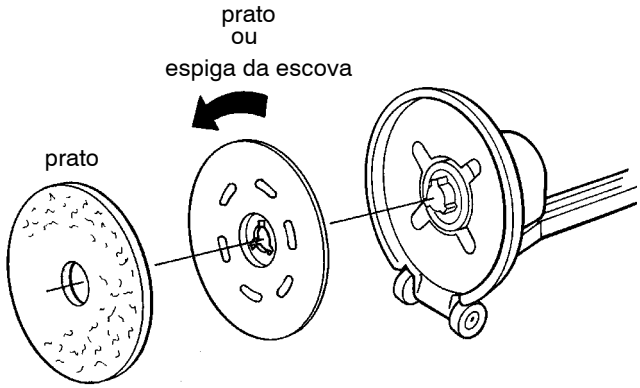

FIG. 1
4. Posicionar a espiga da escova/prato sobre aquela do cubo, tirar e rodar em senso anti- horário para fixar (Fig. 1)
5. Para instalar o prato: Posicionar o prato sobre a espiga e dar um empurrão para fixar (Fig. 1).